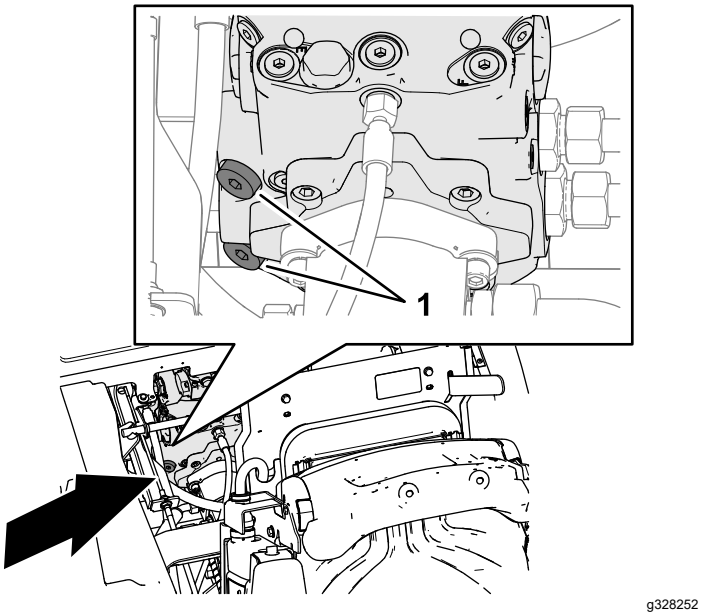

Figur 38
3. Använd en 8 mm sexkantnyckel för att rotera de två sexkantsskruvarna på transmissionspumpens avlastningsventiler medurs tre fulla varv (Figur 38).